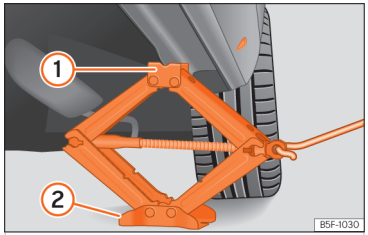

Abb. 198 Längsträger: Wagenheber ansetzen.
- Drehen Sie die Kurbel des unter dem Aufnahmepunkt des Längsträgers befindlichen Wagenhebers, bis sich die Nase ① ››› (Abb. 198) unter der vorgesehenen Einführung befindet.
- Richten Sie den Wagenheber so aus, dass sein Aufnahmehorn ① in die dafür vorgesehene Aufnahme am Längsträger „greift" und die bewegliche Grundplatte ② plan auf dem Boden aufliegt. Die Bodenplatte ② muss sich dabei senkrecht unter dem Aufnahmepunkt ① befinden.